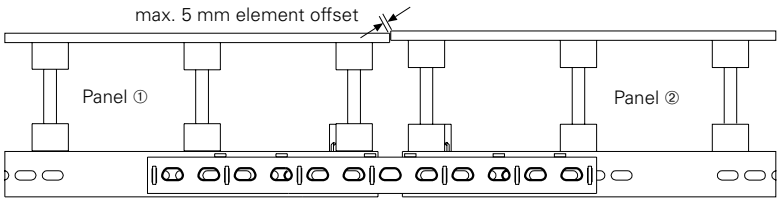
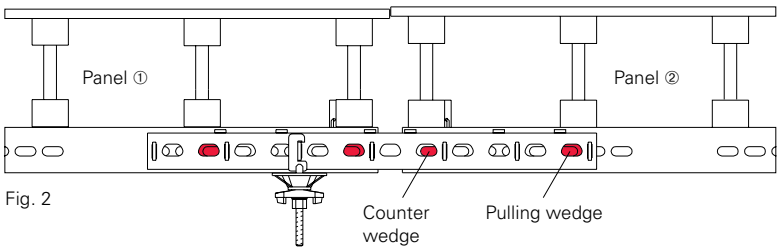
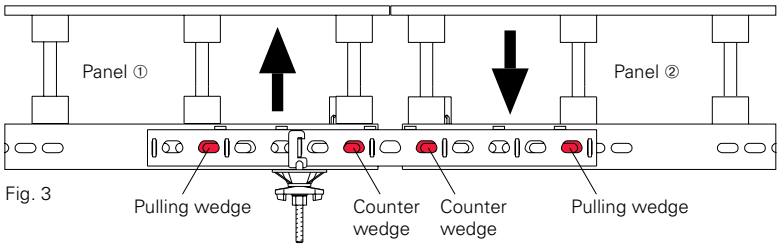

Fig. 1
Fig. 2
Fig. 3
- The smaller side of the trapezoidal-shaped cut-outs point to the plywood. (Fig. 1)
- With element offsets, mount Alignment Clamp VRS on Panel ① which is positioned more rear.
- Release pulling wedge on Panel ②.
- Use counter wedge to slightly open the formlining joint on Panel ②. (Fig. 2)
- Loosen pulling and counter wedges on Panel ①.
- Tightly close joint on Panel ② with counter wedge.
- Counter with pulling wedge on Panel ②. (Fig. 3)